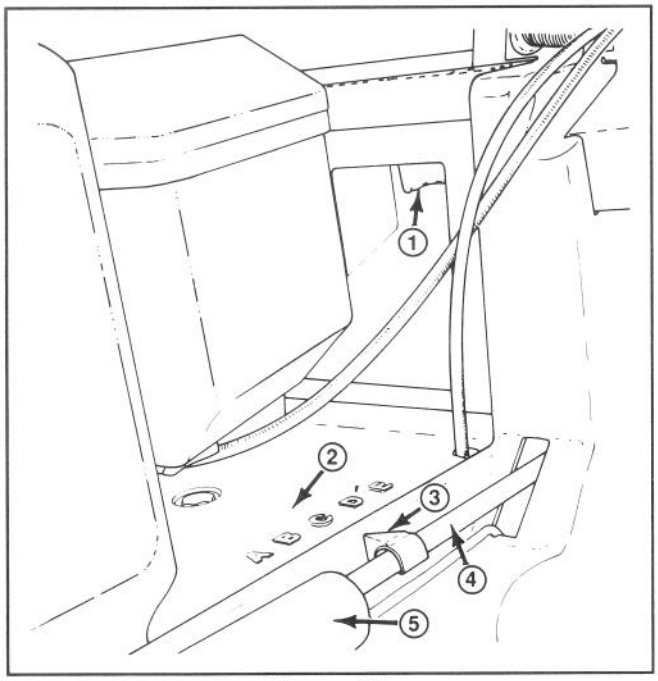

Figure 13
2. Use one or two fingers to squeeze the height–of–cut adjustment lever (Fig. 13).